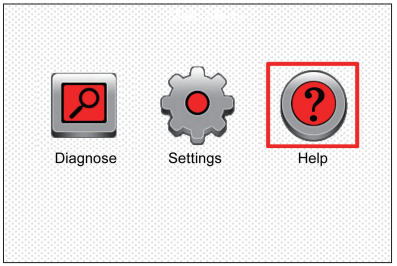

Figura 3
5. Dopo lo strumento è stato acceso e inserito nella schermata del menù principale, spostare il bar evidenziato sull'icona Help (Vedi Figura 3) e premere il tasto [OK].